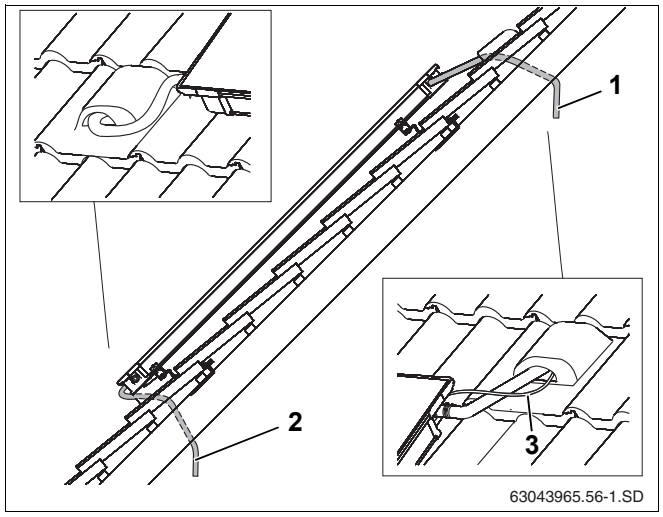

Рис. 50 Проводка соединительных линий под крышу
- Проведите шланг солнечного коллектора вместе с проводом датчика через черепицу с вентиляционным отверстием (рис. 50, **поз. 1**) и изоляцию кровли.